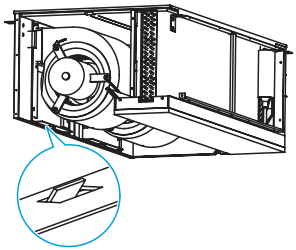
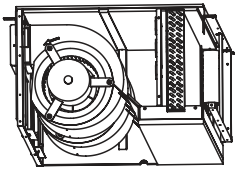
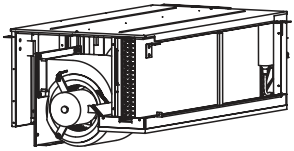

Рис. 4
Рис. 5
Рис. 6
5) Поддержите нижнюю часть узла двигателя вентилятора вручную, а затем толкните ее вверх. Для этого необходимо два человека. Когда узел вентилятора окажется выше штифта на передней панели (рис. 4), отодвиньте узел двигателя вентилятора назад примерно на 21 мм (рис. 5), чтобы отверстие отделилось от штифта. Держите узел и медленно тяните его вниз по направляющей (рис. 6), после чего узел можно вынуть для технического обслуживания и ремонта.